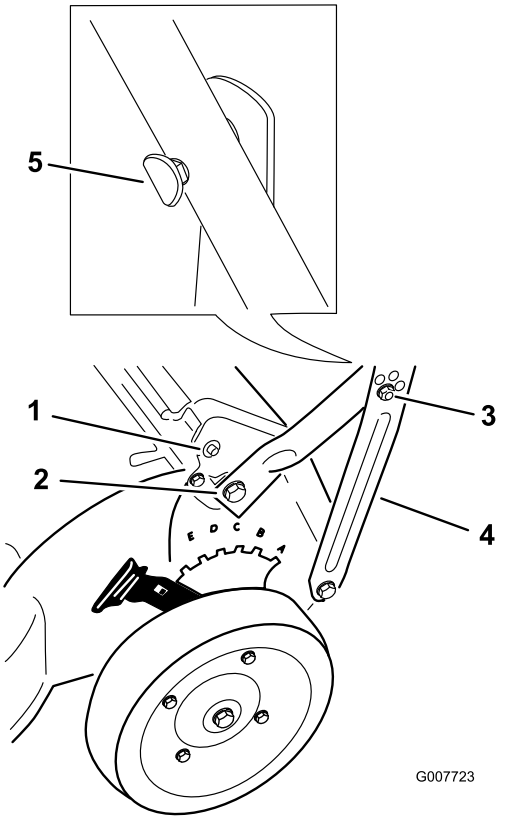

Figure 1
2. Attach the handle to the mower housing with 2 self-tapping hex head screws, 2 washers, and 2 spacers (Figure 1), **but do not tighten the self-tapping hex head screws.**
4. Attach the handle braces to the lower handle sides with 2 oval-head bolts and secure them finger tight using 2 locknuts (Figure 1).
5. Align the oval bolt heads with the handle as shown in Figure 1; then secure the handle as follows:
- If the holes in the handle are round, align the oval bolt heads with the handle as shown in Figure 1; then, holding the heads in that position, tighten each nut with a wrench to pull the square shank into the handle until the bolt heads are tight against the handle.
- If the holes in the handle are square, align the oval head bolt heads with the handle as shown in Figure 1, insert the square shank into the handle so that the bolt heads are tight against the handle, and then tighten the locknuts (Figure 1).
Note: Attach the cable tie as low as possible on the handle to prevent the cable(s) from hooking onto the end cap on the rear door rod and interfering with the self-propel system (Figure 1).